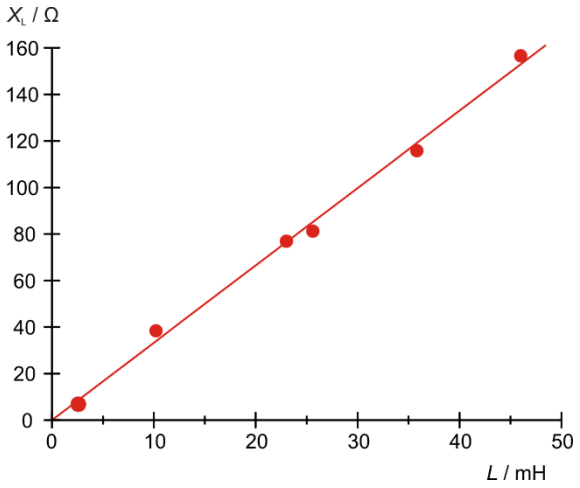
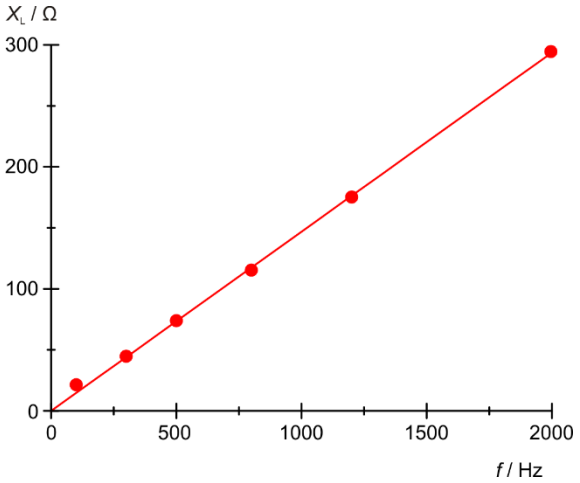

Fig. 4: Induktiver Widerstand $X_L$ als Funktion der Induktivität $L$.
Fig. 5: Iinduktiver Widerstand $X_L$ als Funktion der Frequenz $f$.
- Die induktiven Widerstände $X_L$ gegen die Induktivität (Tab. 1, Fig. 4) und Frequenz (Tab. 2, Fig. 5) auftragen.